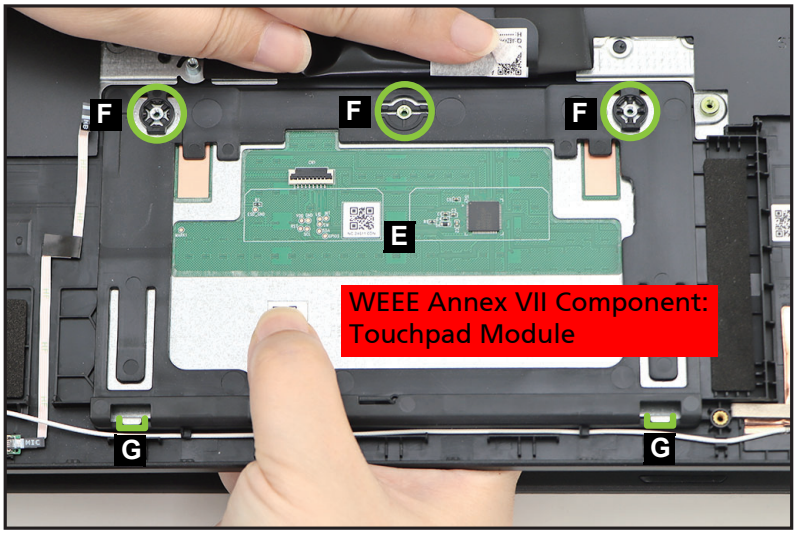

Figure 1-51. Touchpad Module Removal
7. Push the upper side of the touchpad module (E) to release it from the screw hole studs (F) (Figure 1-51).
8. Slide the touchpad module slightly to disengage it from the bottom latches (G) (Figure 1-51). Then remove the touchpad module from the top assembly.